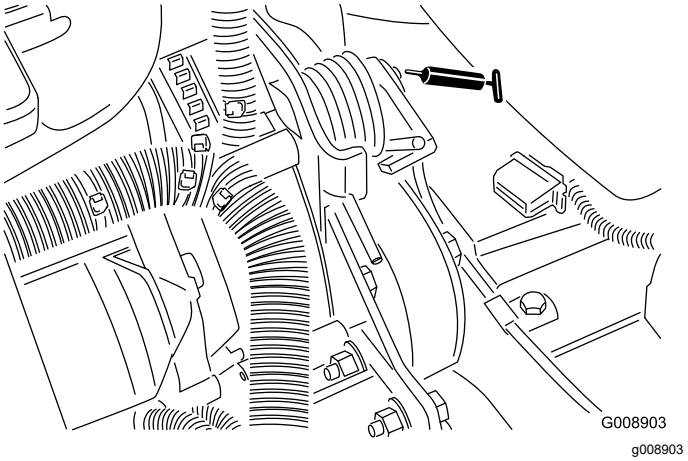

Rysunek 68
- Oś napinacza paska (Rysunek 68)